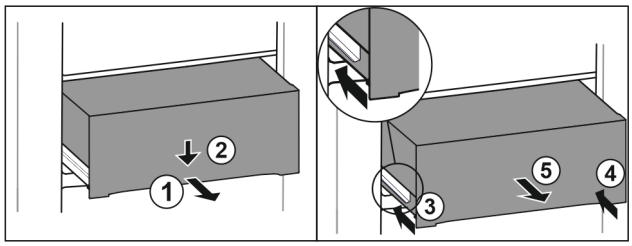

Fig. 185
- ▶ Extrageți pe jumătate sertarul. *Fig. 185 (1)*
- ▶ Apăsați în jos sertarul pe partea frontală. *Fig. 185 (2)*
- ▶ Inserați șina stângă aproximativ 2 cm. *Fig. 185 (3)*
- ▶ Inserați șina dreaptă aproximativ 2 cm. *Fig. 185 (4)*
- ▶ Extrageți sertarul spre înainte. *Fig. 185 (5)*